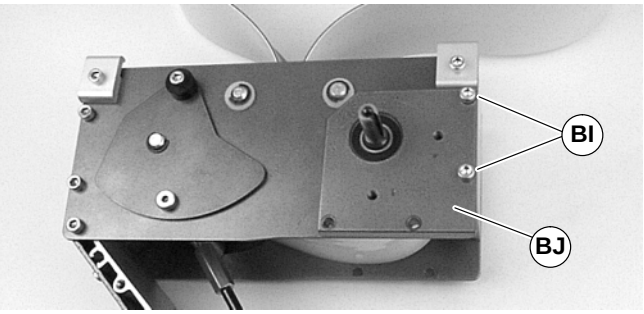
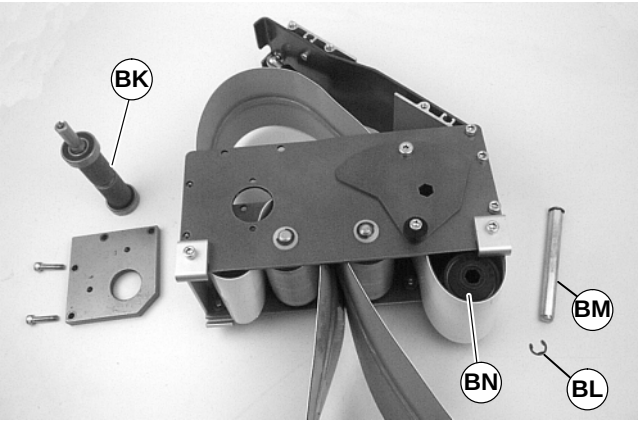
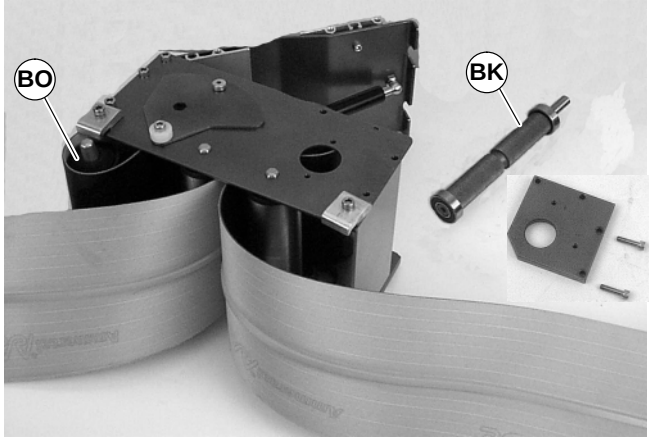

Abbildung 23
Abbildung 24
Abbildung 25
1. Die Antriebsplatten–Schrauben (BI in Abbildung 23) entfernen. Die Spannungsantriebsplatte entfernen (BJ).
2. Die Antriebsrolle ausbauen (BK siehe Abbildung 24).
- Bei 44 mm, 70 mm oder 95 mm breiten Förderern den Sprengring (BL siehe Abbildung 24) abnehmen. Umlenkswelle (BM) und Umlenkspindel abnehmen (BN).
- Bei 127 mm oder breiteren Förderern beide Seiten der gefederten Welle niederdrücken und Antriebsrolle abnehmen (BO siehe Abbildung 25).
3. Die Umlenkrolle mit Nut (BN siehe Abbildung 24 oder BO siehe Abbildung 25) in die Bandschlaufe legen und in das Antriebsmodul einsetzen. Siehe „Ausbau des Gurtes vom Mittenantriebsmodul“ und Schritt 3 mit Seite 12 in umgekehrter Reihenfolge ausführen.
4. Die Antriebsrolle (BK siehe Abbildung 24 oder 25) in die Bandschlaufe legen und in das Antriebsmodul einsetzen. Siehe „Ausbau des Gurtes vom Mittenantriebsmodul“ und Schritte 1 und 2 auf Seite 11in umgekehrter Reihenfolge ausführen. Die Schrauben (BI siehe Abbildung 23) mit 9 Nm festziehen.